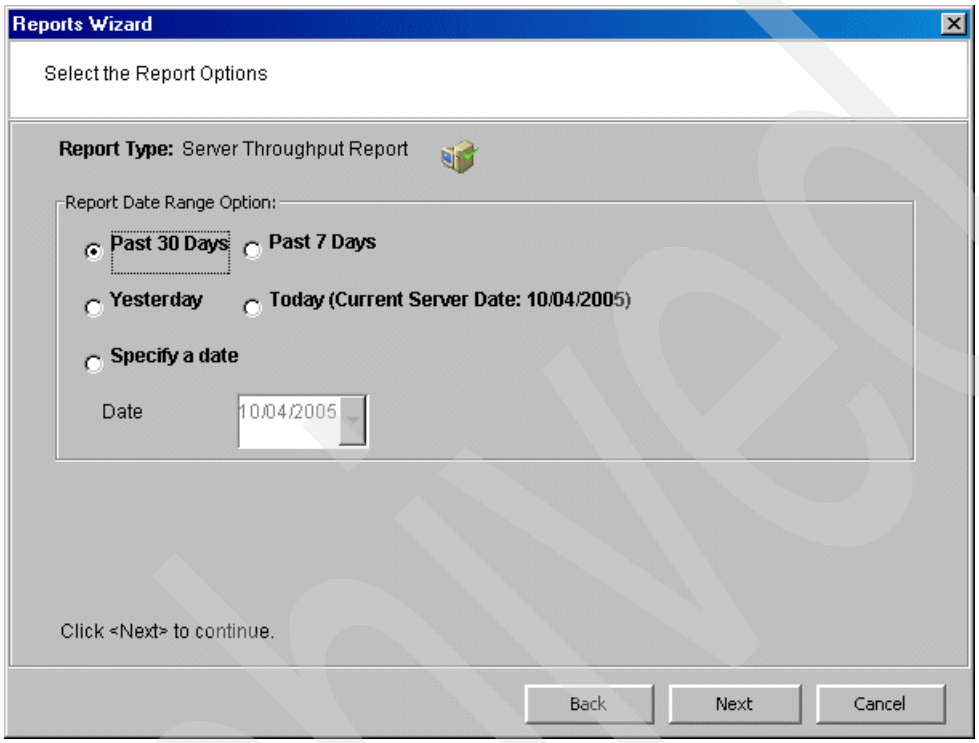

Figure 6-3 Select the Report Options panel
3. Depending upon which report you select, additional panels are displayed from which you can filter the information for the report. Figure 6-3 shows the Select the Report Options panel. If applicable, select the date or date range for the report. Selecting Past 30 Days or Past 7 Days creates reports that generate data that is relative to the time selected.